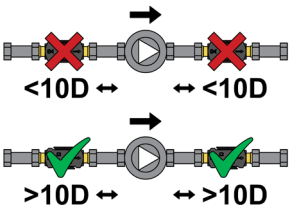

Fig.3
3. Ne positionnez pas le débitmètre immédiatement avant ou après une pompe de circulation (***Fig.3***);